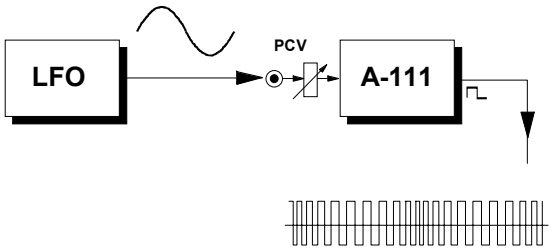

Abb. 15: Modulation der Pulsweite mit LFO
❻ PCV
Am **Steuerspannungs-Eingang** ❻ führen Sie das Signal zur Steuerung der **Pulsweite** der vom VCO generierten Pulswelle zu. Der Pegel der zugeführten Steuerspannung ist mit dem Abschwächer ⑥ einstellbar. Abb. 15 zeigt die Pulsweiten-Modulation mit einem LFO.
❼ ⊓ • ❽ ◹ • ❾ ∧ • ❿ ∿